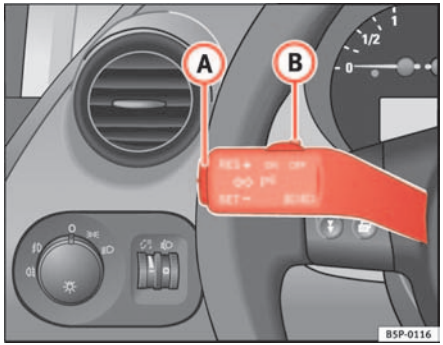

Fig. 139 Turn signal and main beam lever: Switch and rocker switch for CCS
– Push the switch ⇒ fig. 139 (B) to the left to the position **ON**.